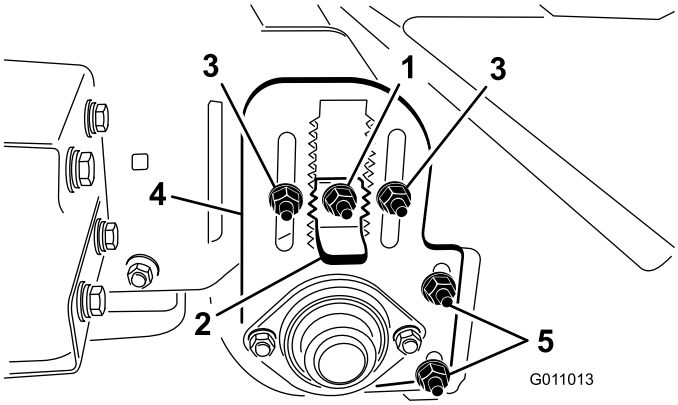

Figur 20
3. Lossa låsmuttern på höjdjusteringssprinten (Figur 20) så att det går att dra ut den ungefär 13 mm.
4. Lossa på justeringsmuttrarna för valshöjden (Figur 20).
5. Dra ut höjdjusteringssprinten och flytta upp eller ned den bakre valsen genom att dra justeringsplattan för valshöjden till önskad höjd (Figur 20).
Kontrollera och se till att valsskrapan (Figur 20) justeras så att det finns ett fritt utrymme på 2 mm mellan skrapan och valsen. Lossa justeringsmuttrarna för valsskrapan, ställ in valsen i önskat läge och dra åt muttrarna.